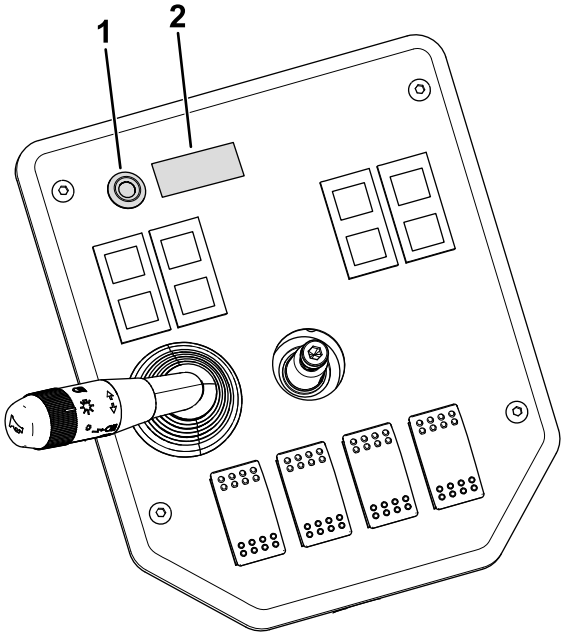

Figur 14
4. Fjern pluggen, og monter LED-lyset og merket for hellingssensor på dashbordet (Figur 14).